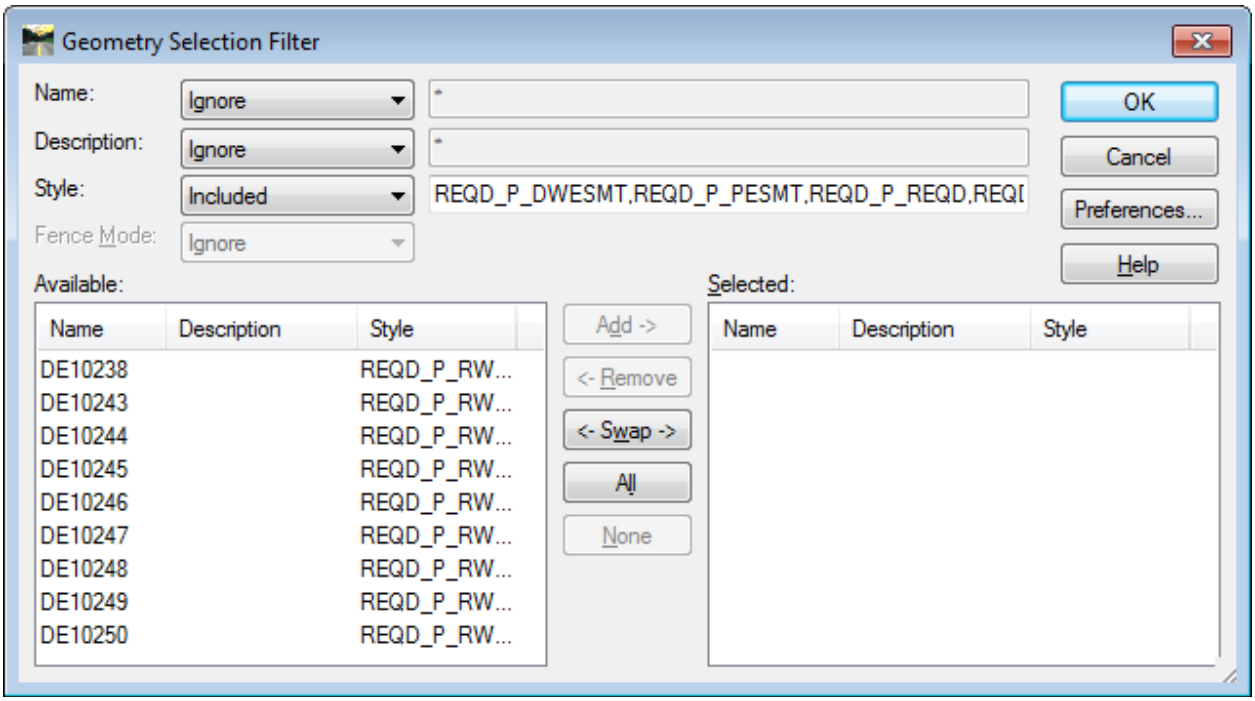

Figure L12-47 Geometry Selection Filter
- Verify the **Geometry Selection Filter** dialog matches that shown in *Figure L12-47*.